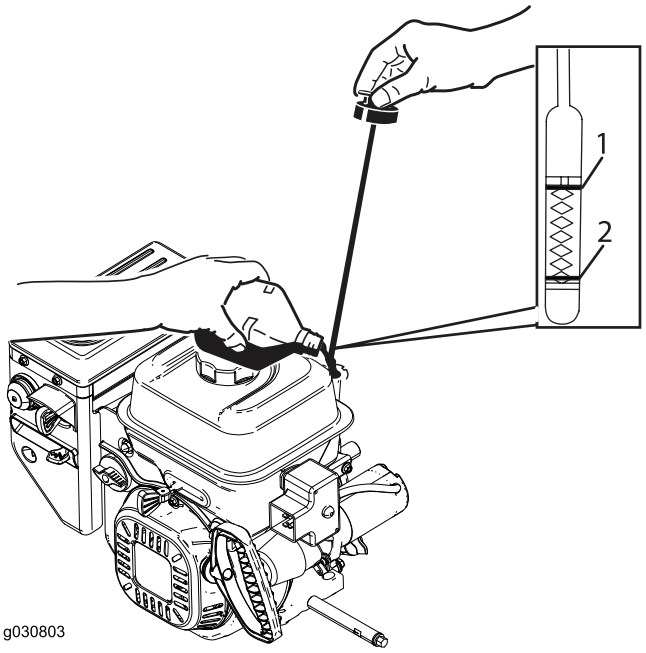

Bild 42
2. Nehmen Sie den Peilstab heraus und prüfen Sie den Ölstand (Bild 42). Füllen Sie Öl nach, wenn der Ölstand unter Auffüll-Marke am Peilstab steht. Siehe 6 Auffüllen des Motors mit Öl (Seite 10).